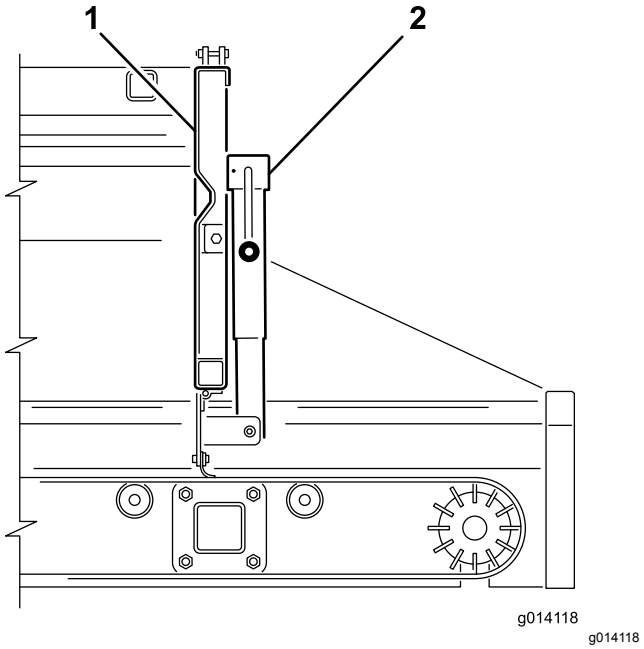
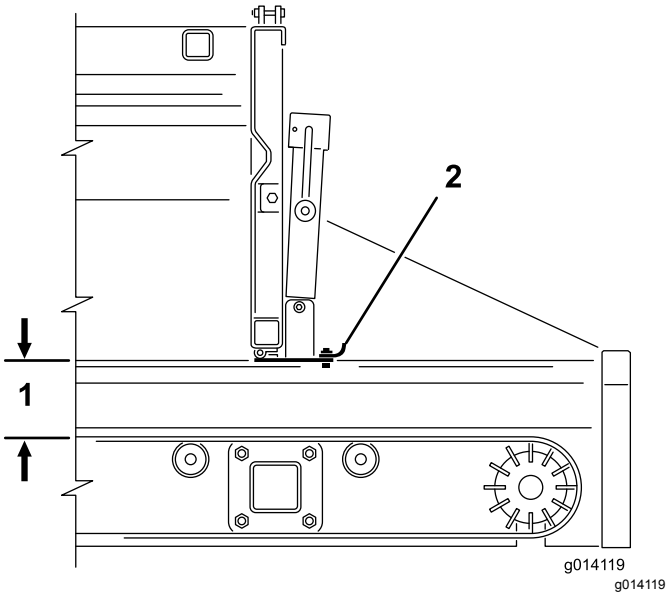

Figur 38
Figur 39
2. Bruk jekkhåndtaket til å åpne eller lukke den justerbare delen av baklemmen (Figur 38 og Figur 39). Dette alternativet begrenser materialstrømmen.